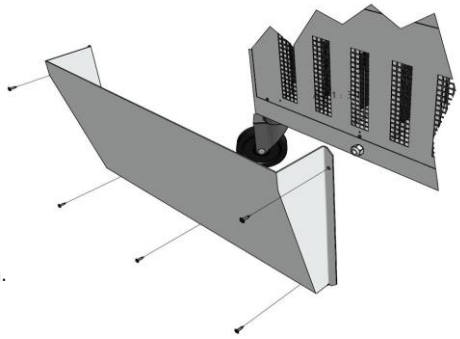

Abb. 2 Ausblasgehäuse
- Montieren Sie das Ausblasgehäuse, wie in Abb. 2 dargestellt mittels der mitgelieferten Blechschrauben.